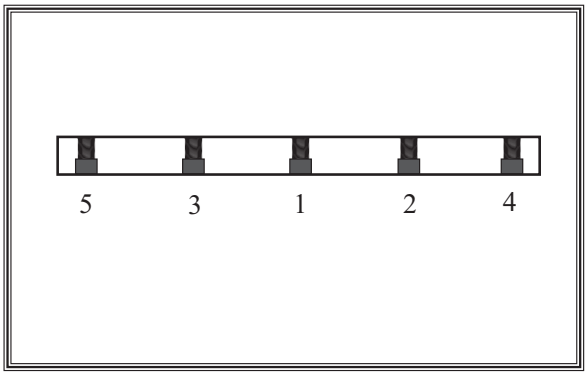

Figure 31. Knife tightening sequence.
2. Alternating back-and-forth, lightly snug the gib bolts by following the tightening sequence shown in **Figure 31,** but **DO NOT** tighten the bolts completely.